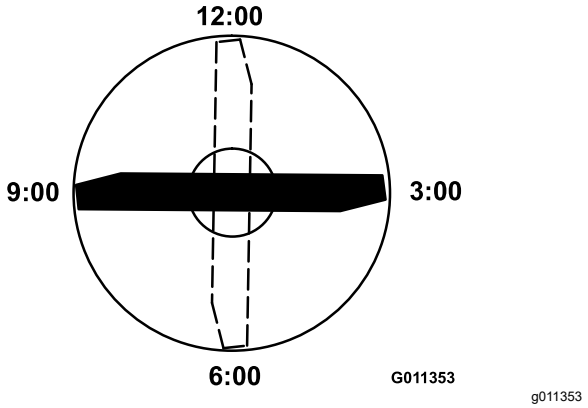

Figur 121
4. Plasser kniveggen på den merkede enden av kniven i stillingen tilsvarende klokken 12 (rett foran i klipperetningen) (Figur 121) og mål høyden fra bordet til kniveggen.
5. Roter den merkede enden av kniven til stillingene tilsvarende klokken 3 og 9 (Figur 121) og mål høydene.